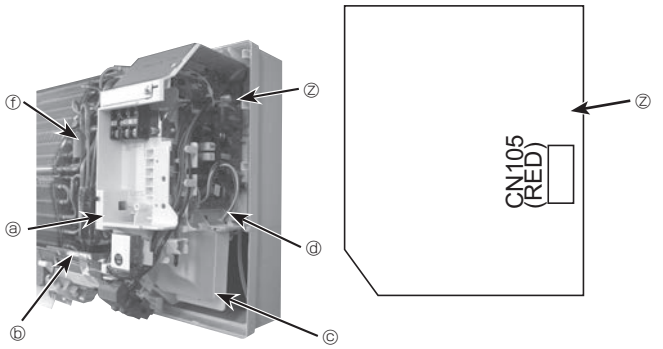

Fig. 6-5 Fig. 6-6
⑧ Remove the cable guide. (Fig. 6-5)
⑩ Remove the liquid pipe thermistor (TH2). (Fig. 6-5)
⑪ Tear off the tape partly of vane motor and loosen the cord. (Fig. 6-5)
⑫ Loosen the cord of the fan motor. (Fig. 6-5)
⑬ Pull out the electrical box toward you.